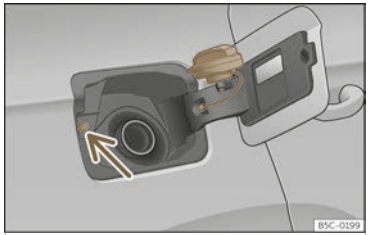

Fig. 210 Fuel tank flap with tank cap attached.
- Place it in the space on the hinge of the open flap ››› Fig. 210.
Avoid touching the fuel tank flap lock button ››› Fig. 210 (arrow). The system will interpret that you have finished and cannot continue refuelling. Press the button on the driver's door again to continue.